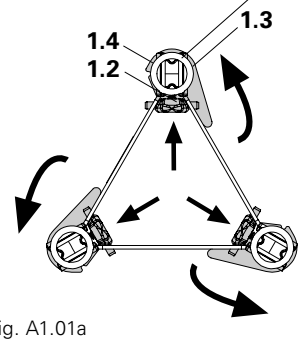

Fig. A1.01a
– release safety hook and the lock snaps into position in the notch (1.4).(Fig. A1.01a)